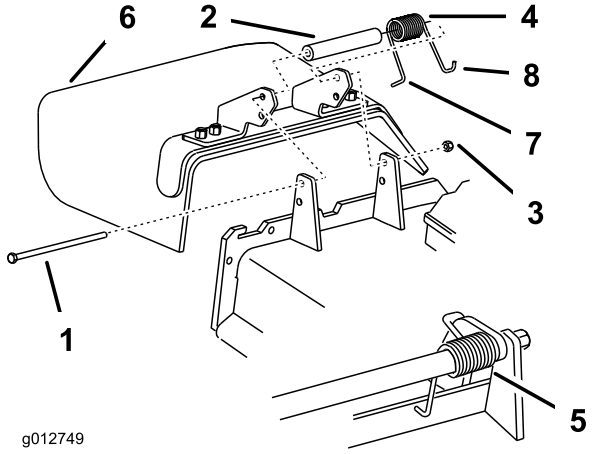

**Figur 88**
1. Fjern låsemøtrikken, bolten, fjederen og afstandsklodsen, som fastgør græsdeflektoren til akselbeslagene (Figur 88). Fjern den beskadigede eller slidte græsdeflektor.
**Bemærk:** Sørg for, at fjederens **L**-formede ende sidder bag skjoldets kant, før bolten monteres som vist i Figur 88.
3. Monter bolt og møtrik. Placer fjederens **J**-formede ende omkring græsdeflektoren (Figur 88).